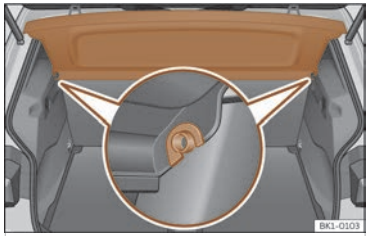

Fig. 162 In the boot: removing and installing the shelf.
- Remove the rear shelf from the side supports ››› **Fig. 162** by pulling it upwards and then take it out.
- Insert the cover horizontally so that the “recess” fits onto the axis of the supports ››› **Fig. 162** and press down until it engages.